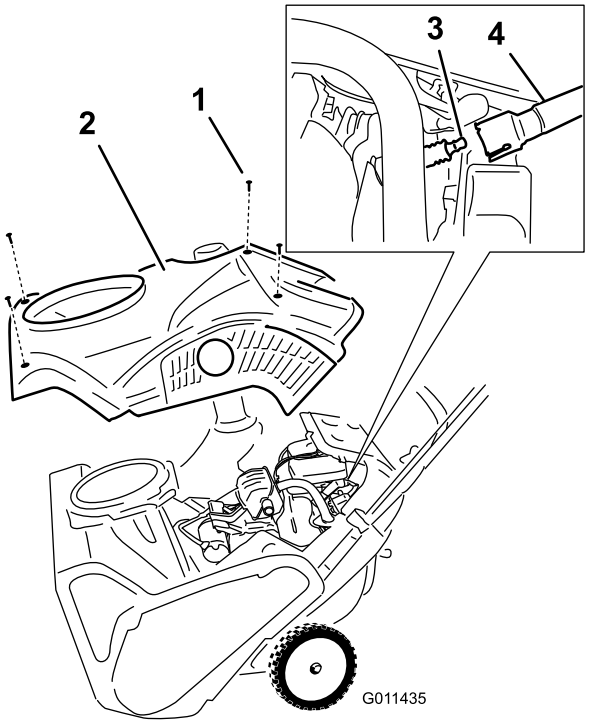

Rysunek 34
4. Odkręć 4 śruby mocujące osłonę (Rysunek 34).
1. Śruba (4)
6. Zdejmij osłonę (Rysunek 34).